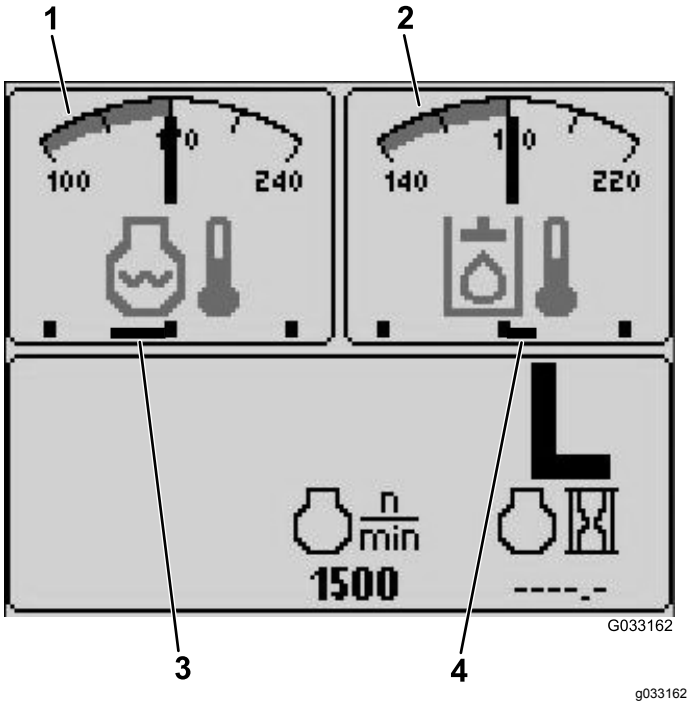

Figur 18
- Indikator för hydraulvätsketemperatur och fläkt – övre, högra skärmen (Figur 18)
Obs: I exempel Figur 18 körs hydraulsystemets kylfläktar med 25 % hastighet i framåtriktningen.
- Indikator för motorns kylvätsketemperatur och fläktar – övre, vänstra skärmen (Figur 18)
Obs: I exempel Figur 18 körs motorns kylarfläktar med 50 % hastighet i backriktningen.
Fläktriktning visas också på skärmen för motorns kylvätsketemperatur och på skärmen för hydraulvätsketemperatur. Om strecket är till höger om mittpunkten körs fläktarna i framåtriktningen. Om strecket är till vänster om mittpunkten körs fläktarna i backriktningen (Figur 18).
Denna display visar hydraulvätskans temperatur och kylfläktens status (Figur 18).
Displayen visar motorns kylvätsketemperatur och kylfläktens status (Figur 18).